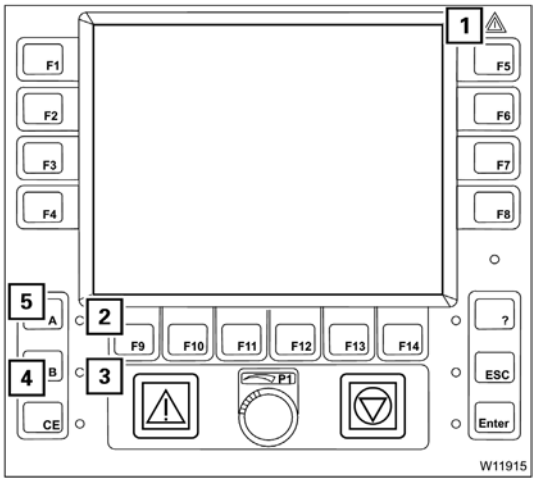

FIGURA 3-15
- el indicador de advertencia/error (1) (Figura 3-15)
- la luz del botón **A** (2).